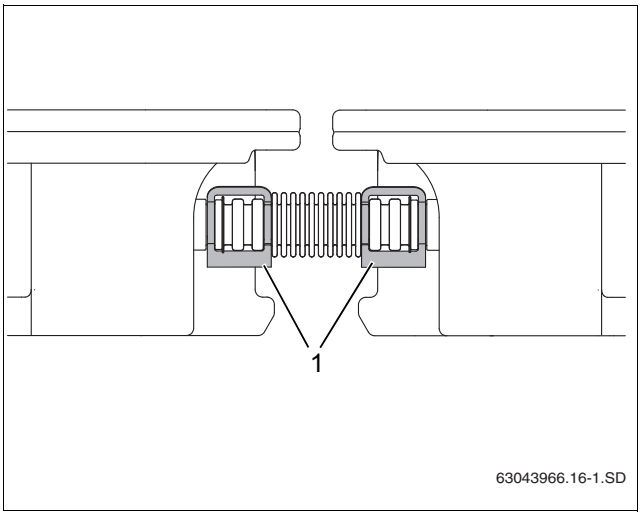

Рис. 27 Крепление гофрированной трубы зажимами
- Закрепите каждую торцевую крышку одним зажимом, а каждую гофрированную трубу двумя зажимами (рис. 27, [1]).